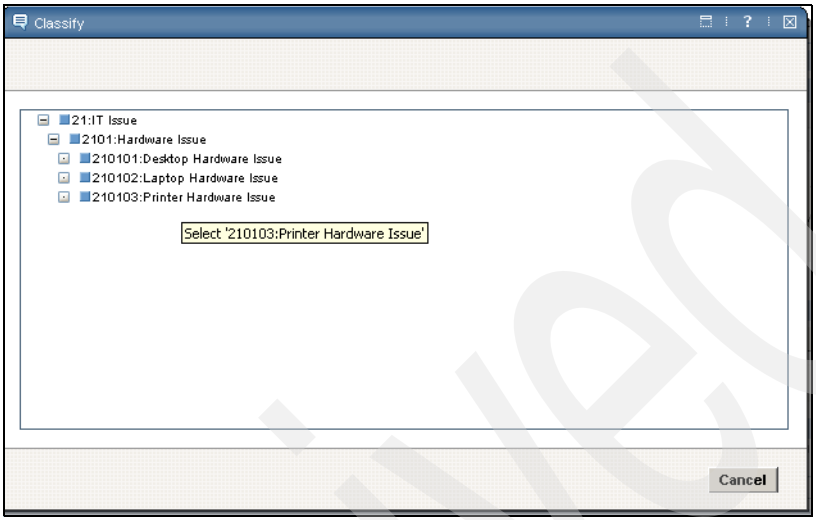

Figure 12-19 IT Issue \ Hardware Issue \ Printer Hardware Issue
5. Enter **IT Issue \ Hardware Issue \ Printer Hardware Issue** in the classification field, as shown in Figure 12-19.